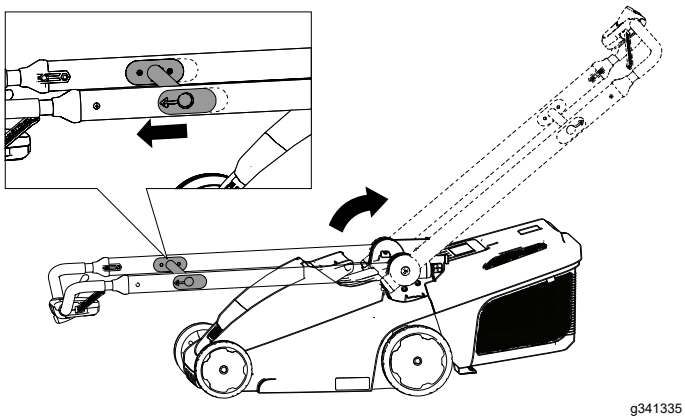

Rysunek 5
2. Pociągnij poprzeczkę zwalniającą uchwyt w kierunku górnego zespołu uchwytu, aby zwolnić blokadę uchwytu (Rysunek 5).
3. Przesuń uchwyt do tyłu do położenia roboczego i puść poprzeczkę zwalniającą uchwyt (Rysunek 5).